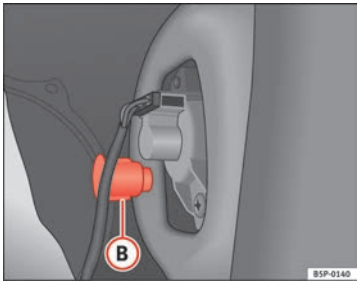

Abb. 197 Standlicht / Bremslicht
– Schrauben Sie die Kunststoffhalterung ⇒Abb. 197 (B) der Rückleuchte heraus. Zum Herausdrehen können Sie einen Schraubendreher in dieses Teil einsetzen.